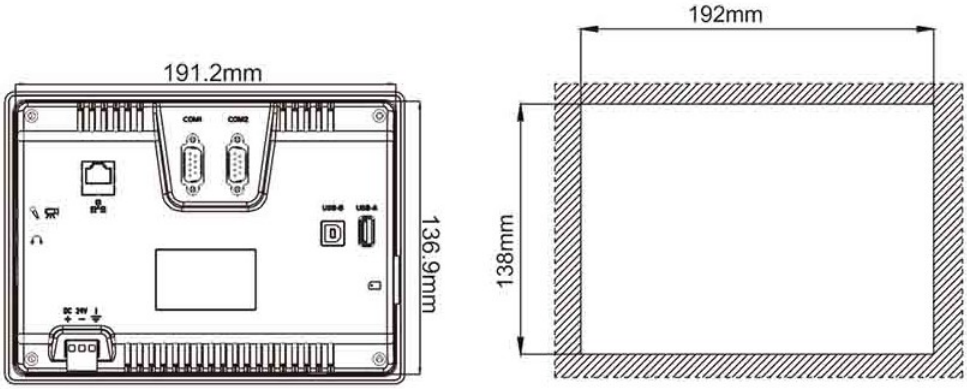

Рис.5.1. Габариты тыльной части панели оператора OptiPanel 1070 и размеры монтажного окна
2. Установить панель в монтажный вырез щита (габариты тыльной части панелей оператора и размеры монтажного окна приведены на рис. 5.1 – 5.8)